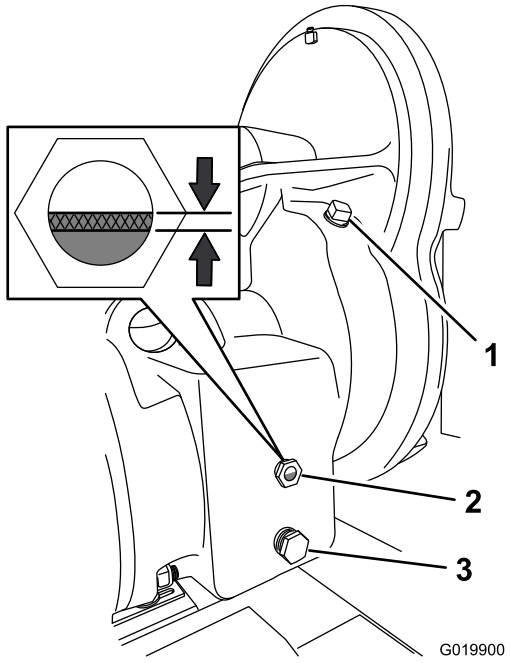

Figura 67
2. En el lado derecho de la caja de engranajes, inspeccione el nivel de aceite en la mirilla (Figura 67).
A. Retire el tapón de llenado del orificio de llenado de la carcasa de la caja de engranajes (Figura 67).
B. Vierta lentamente aceite del tipo especificado en el orificio de llenado hasta que el nivel de aceite llene entre el tercio y la mitad de la mirilla (Figura 67).
E. Instale el tapón en el orificio de llenado de la carcasa (Figura 67).
1. Coloque un recipiente con capacidad de 2.8 litros (3 cuartos de galón US) debajo del tapón de vaciado (Figura 67).
2. Retire el tapón de vaciado del orificio de vaciado y drene todo el aceite de la caja de engranajes (Figura 67).
3. Retire el tapón de llenado (Figura 67).
5. Instale el tapón de vaciado en el orificio de vaciado (Figura 67).
6. Vierta lentamente aceite del tipo especificado en el orificio de llenado hasta que el nivel de aceite llene entre el tercio y la mitad de la mirilla (Figura 67).
7. Instale el tapón de llenado en el orificio de llenado (Figura 67).